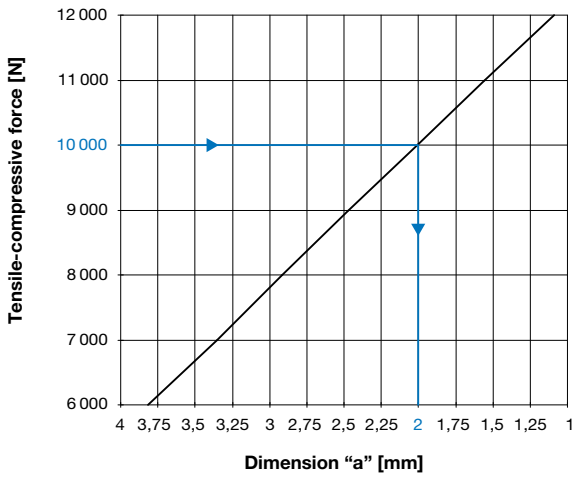

Fig. 2 (This Adjustment Diagram *for Size 4, Type 3_ _.6_0* only serves as an example!)
After having released the set screws (1), the adjusting nut (2) is set to dimension “a” as shown in the Adjustment Diagram (Fig. 2) using a face wrench. By turning the adjusting nut clockwise, the release force is increased. Turning the adjusting nut counter-clockwise leads to a decrease in release force (viewing direction: facing the front of the adjusting nut (2)). Afterwards, the adjusting nut (2) must be secured again using the set screws (1).
a = 2 mm (Fig. 2)